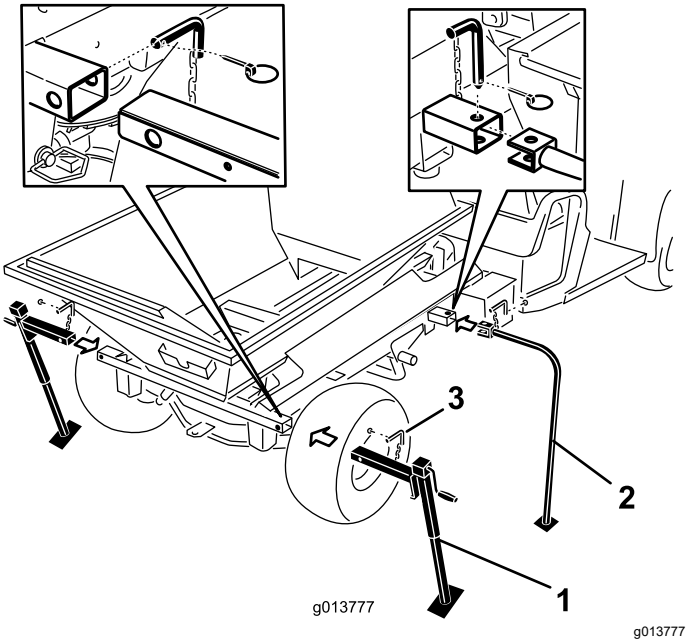

Figuur 51
7. Breng de voorste opslagpoten en de achterste assteunen in de buizen van de machine en zet ze vast met de borgpennen (Figuur 51).